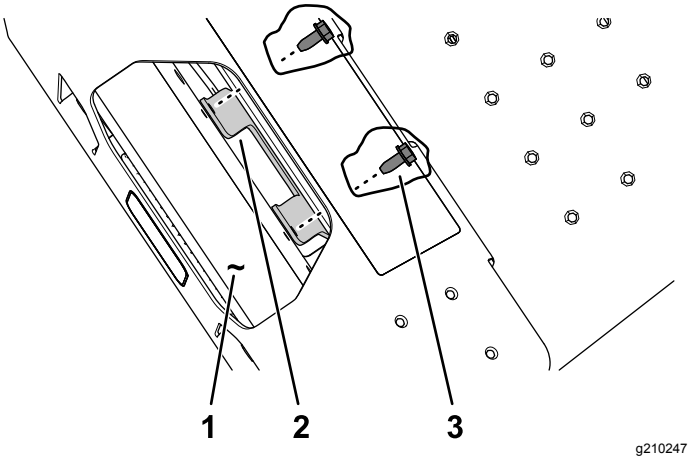

Figuur 3
3. Als uw machine over een **standaard platform** beschikt, monteer dan de beugel van het voorlicht op de voorste asbuis; gebruik hierbij de 2 bijgeleverde zelftappende schroeven (5/16 x ¾) (Figuur 3).